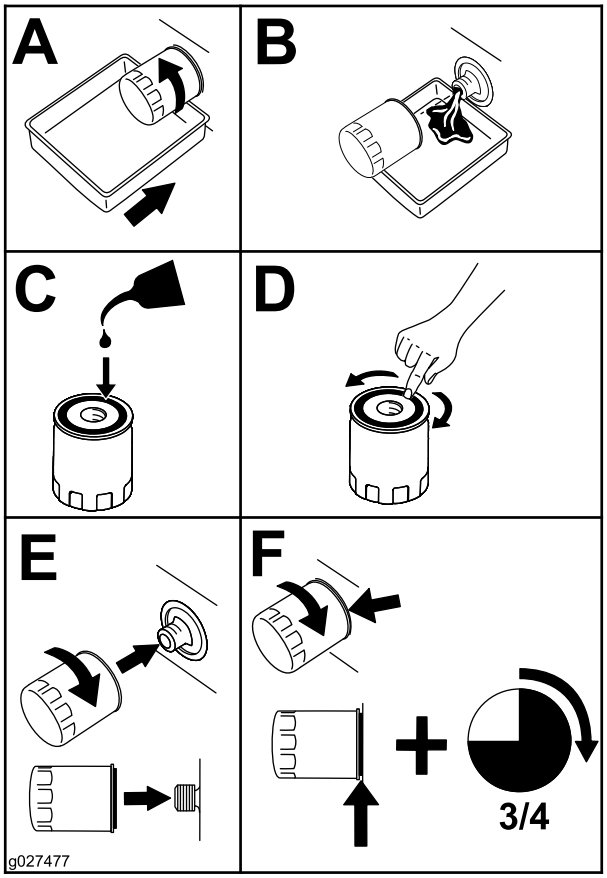

Figura 35
4. Sostituite il filtro dell’olio (Figura 35).